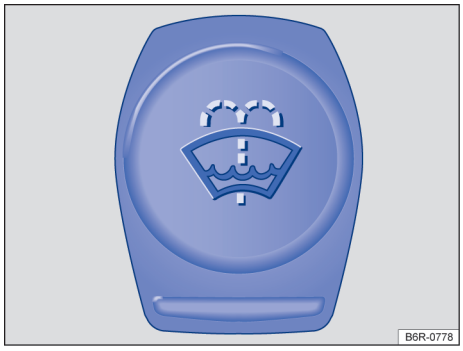

图 231 发动机舱内：风窗清洗液容器盖
– 车窗玻璃清洗液储液罐可通过盖子上的符号 →图 231 识别 。